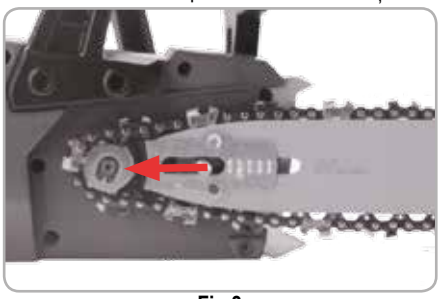

**Fig.3**
**Montarea şinei de ghidare cu lanţ (fig.3):**